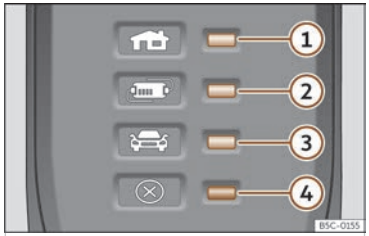

Fig. 69 On the charging cable for power sockets: Control lamps on the protection device.
>>> **Fig. 69**:
The electronic protection device >>> **Fig. 69** ensures that the charging connector does not receive current until it is plugged in to the vehicle's charging connector.
One or more control lamps >>> **Fig. 69** ①, ② o ③ light up green.
Display >>> Fig. 69	Meaning
①, ④ flashing	The housing connector has overheated.
②, ④ flashing	The protection device has overheated.
If the charging process continues with a lower current, both the operating indicator and the warning lamp >>> **Fig. 69** ④ flash red.
- If it disconnects again, or the charging current reduces and the cause does not seem to be exposure to an external heat source, make sure that the green control lamp is flashing >>> **Fig. 69**. Visit a specialised CUPRA dealer or any SEAT network dealer to check the charging cable. Get an establishment that specialises in electrical installations to check the infrastructure connection.
If the red warning light ④ flashes or turns on without one of the control lamps >>> **Fig. 69** ①, ② o ③ also turning on continuously on the status indicator, there is a fault.